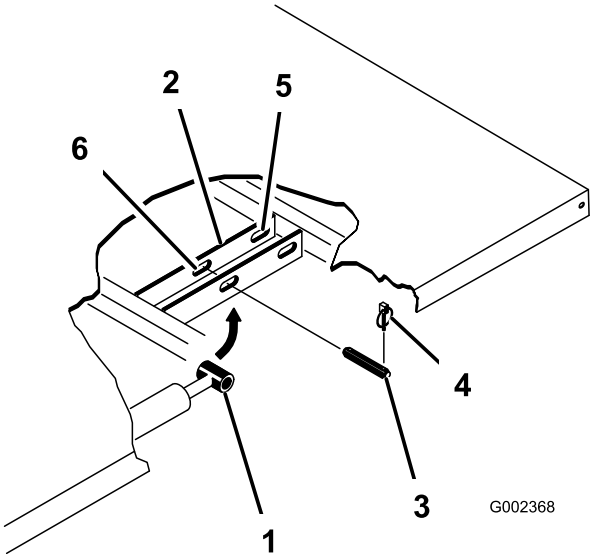

**Figur 32**
2. Tag ringstifterne af de yderste ender af cylinderstangens gaffelbolte (Figur 32).
3. Afmonter de gaffelbolte, der fastholder cylinderstangens ender til ladmonteringspladerne, ved at skubbe boltene indad (Figur 32).
4. Afmonter de ringstifter og gaffelbolte, der fastholder aksebeslagene på stelkanalerne (Figur 32)